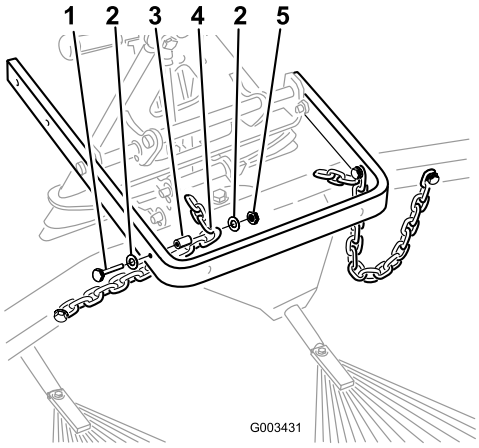

Figuur 15
8. Bevestig de derde schakel van elke ketting aan de binnenkant van elke hefarm met de bouten, ringen, afstandsstukken en borgmoeren die u eerder hebt verwijderd (Figuur 15).